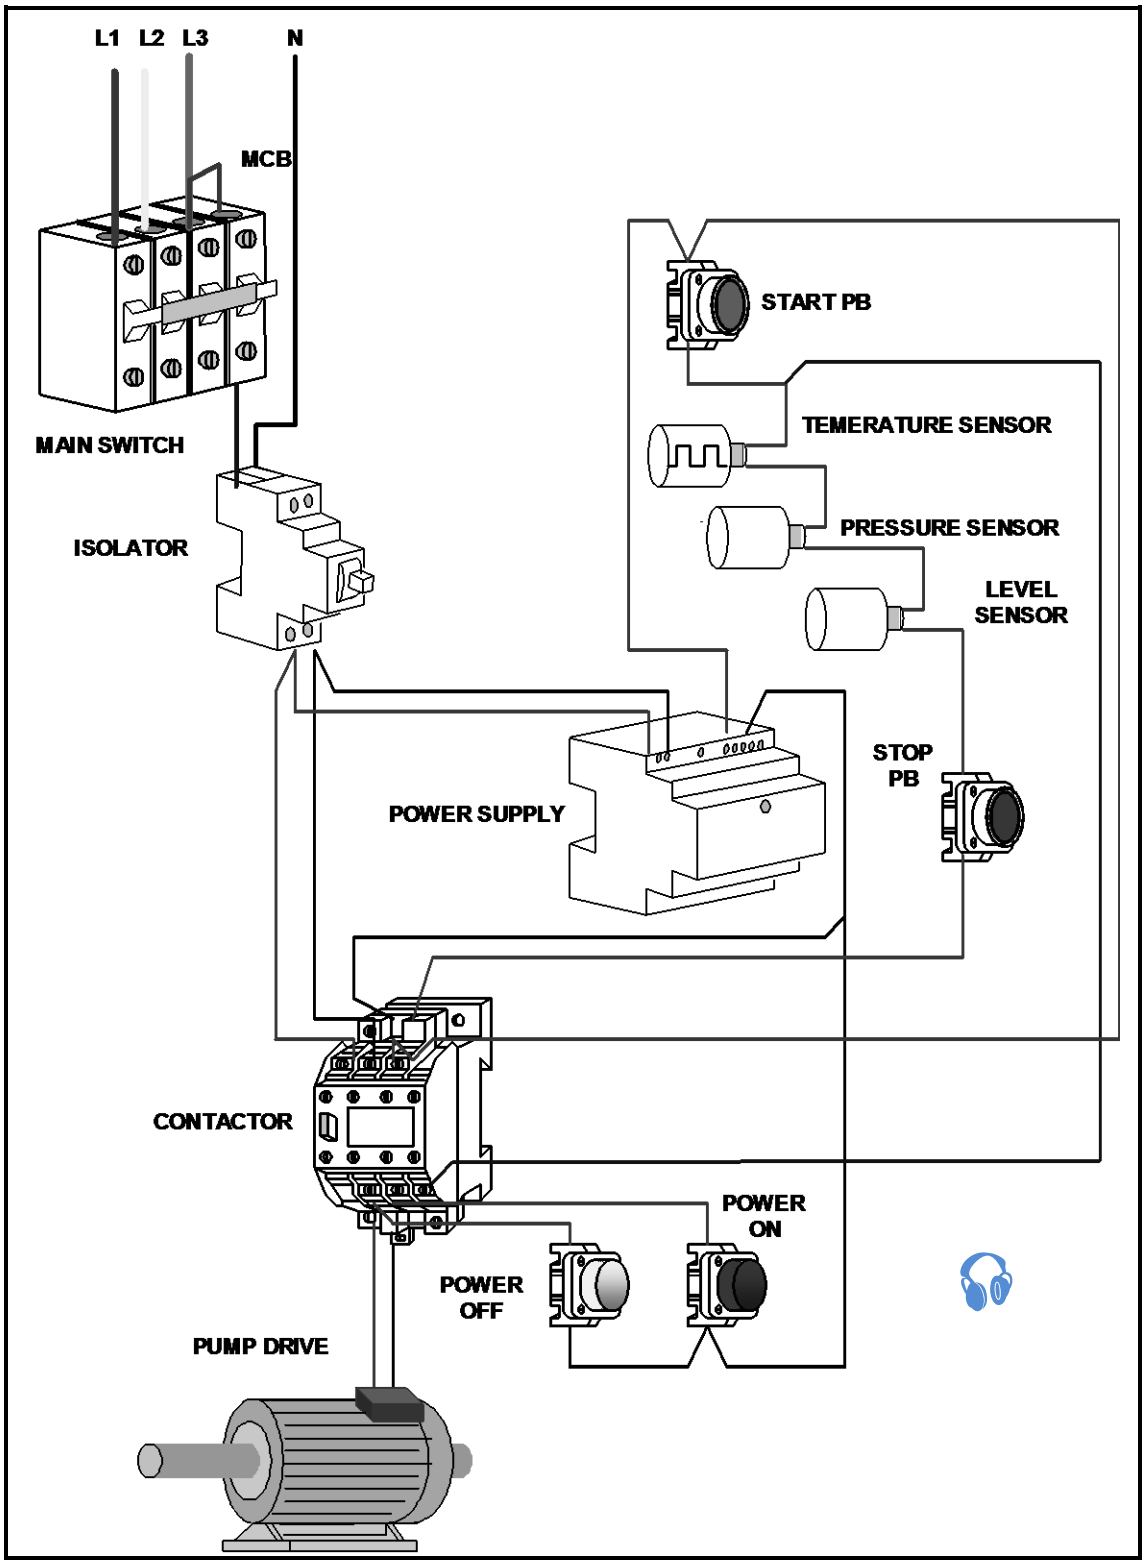

FIGURE 3
5.2 Study FIGURE 3 of an electrical motor control-wiring diagram of the hydraulic power pack and answer the questions.